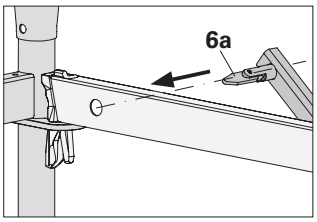

Fig. A1.04a
– Insert gravity pin (6a) through the hole of the top horizontal ledger, and then turn sideways. (Fig. A1.04a + A1.04b)